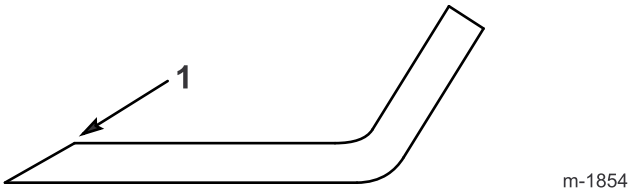

Figur 36
1. Bruk en fil til å slipe eggen i begge ender av kniven (Figur 36). Opprettholde den originale vinkelen. Kniven holdes balansert hvis du sliper like mye på begge kniveggene.